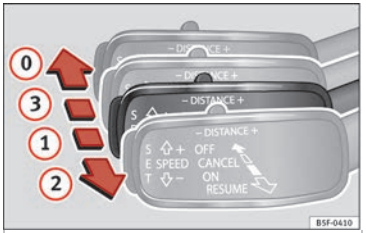

Fig. 198 A la izquierda de la columna de la dirección: tercera palanca para manejar el control adaptativo de velocidad.
Es posible activar el ACC de nuevo tirando de la palanca hasta la posición (2) »» **fig. 198**.